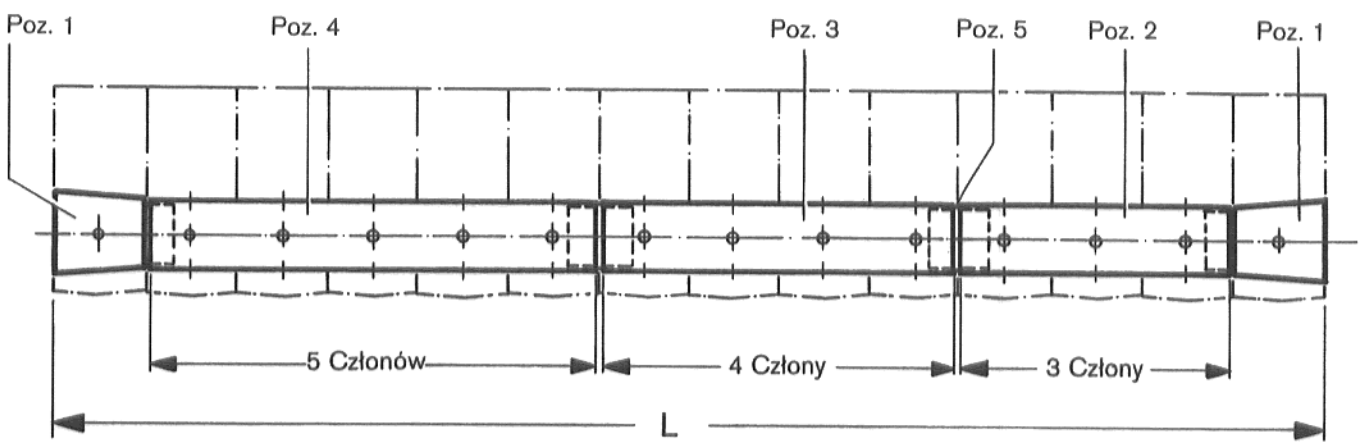

Rys. 15
Rura zasilająca składa się z dwóch części końcowych i w zależności od kotła z jednej lub z kilku części środkowych (Poz. 2, 3 i 4) jak i części łączących (Poz. 5) (patrz Rys. 15 i tabela).
1. Część środkową (Poz. 2,3 lub 4), w zależności od wielkości kotła i części łączącą (Poz. 5) należy zetknąć (Rys. 15 i 16).